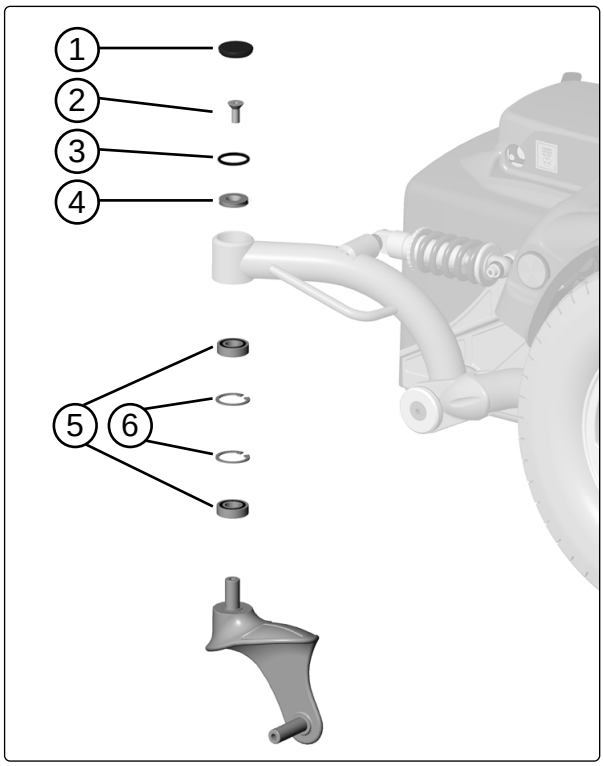

Abb. 28. Radgabel mit Reibungsbremse.
3. Demontieren Sie die Reifenverriegelung an der Oberseite des Gelenkarms, s. Abb. 28:1.
4. Demontieren Sie die Radgabel, die mittels Schrauben auf der Oberseite befestigt ist; s. Abb. 28:2.